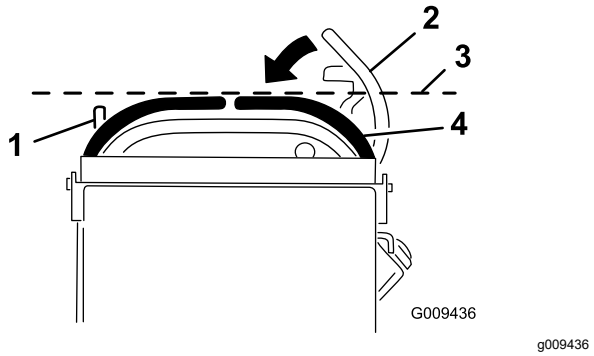

Figura 79
3. Empuje las palancas de control de movimiento hacia abajo, sacándolas de la posición de BLOQUEO/PUNTO MUERTO (Figura 79).
4. Compruebe que la palanca de control de movimiento de la derecha quede alineada en sentido horizontal con la palanca de control de movimiento de la izquierda (Figura 79).